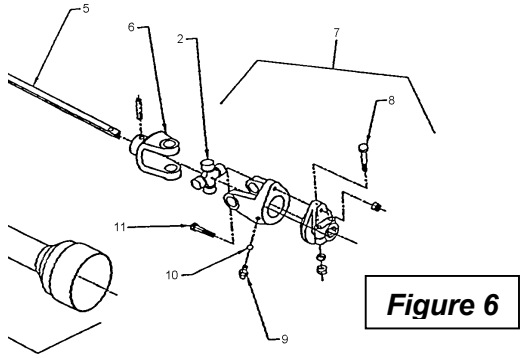

Figure 6
1. Remplacer le boulon de cisaillement de l'arbre à cardan (fig. 6, item 11) par un boulon 7/16" dia., grade 2 (6.6) disponible localement.